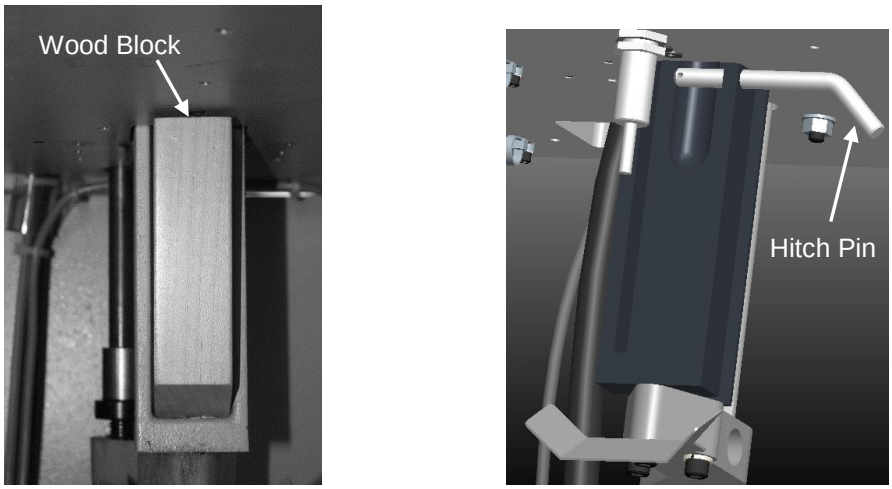

Figure 8 – Lock the Cutting Head Down
19. Block the entire cutting head down using the block or hitch pin as shown in Figure 8.